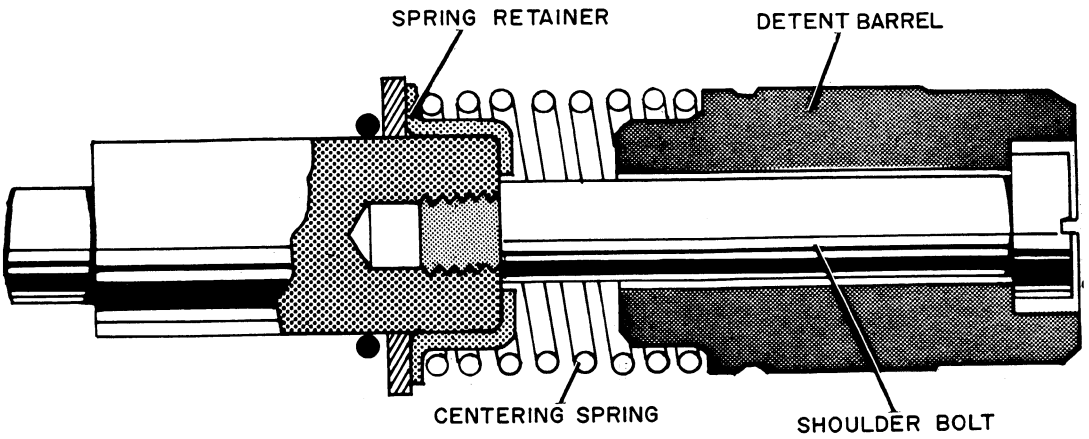
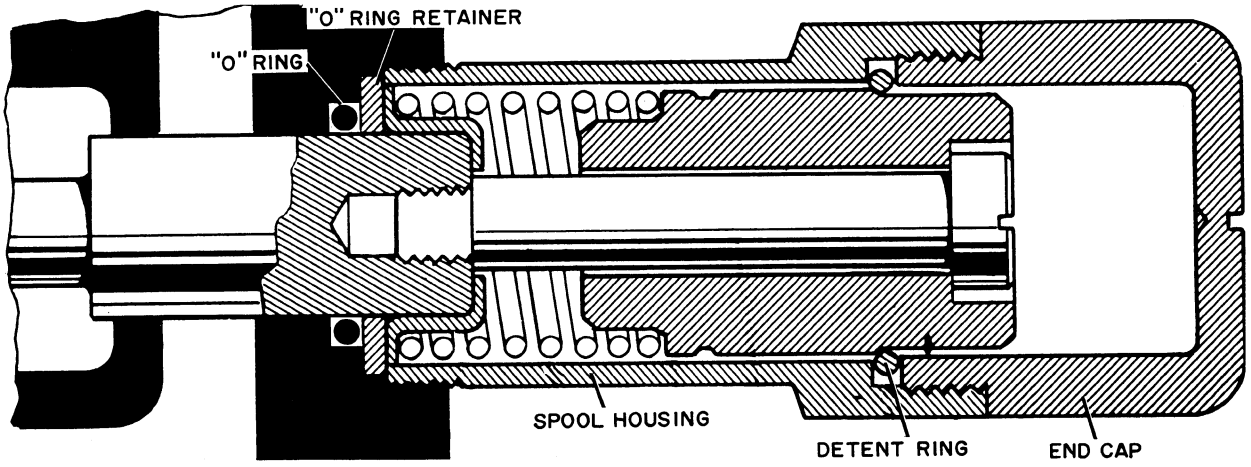

Figure D-37. Shoulder Bolt Design
Figure D-38
1. To reassemble the detent mechanism to the spool, Figure D-37, install the "O" ring, retainer. Then assemble the centering spring, detent barrel and shoulder bolt, Figure D-37.
NOTE: Use Lock - Tite or equivalent on the threads of the shoulder bolt, Figure D-37. Failure to use Lock - Tite may result in the shoulder bolt working loose from the spool during operation. IMPORTAND: When using Lock - Tite, clean the threads with Carbon - tet or equivalent. Then apply the Lock - Tite and let stand for at least 15 hours.
2. Insert the spool assembly into the valve body, Figure D-38. Then install the spool housing over the detent mechanism and into the valve body, Figure D-37. Now install the detent ring and end cap, Figure D-38.